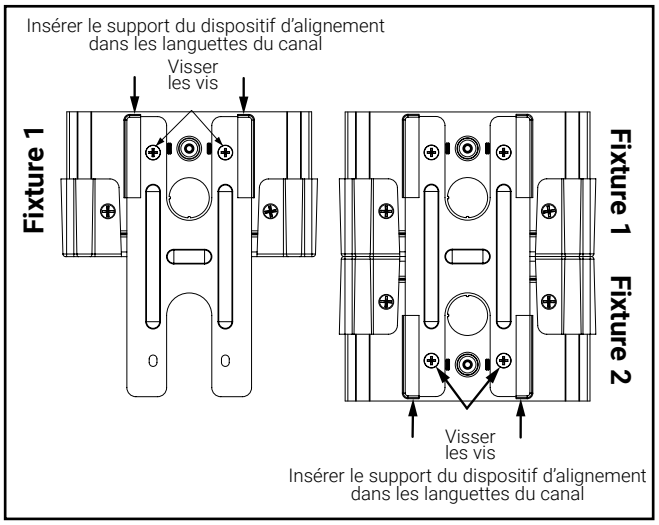

Figure 11.
1. Retournez le luminaire à l'envers. Insérez le support du dispositif d'alignement dans les languettes situées dans le bas du canal. Serrez les vis (figure 11).
2. Fixez le deuxième luminaire au support du dispositif d'alignement et serrez les vis (figure 11).